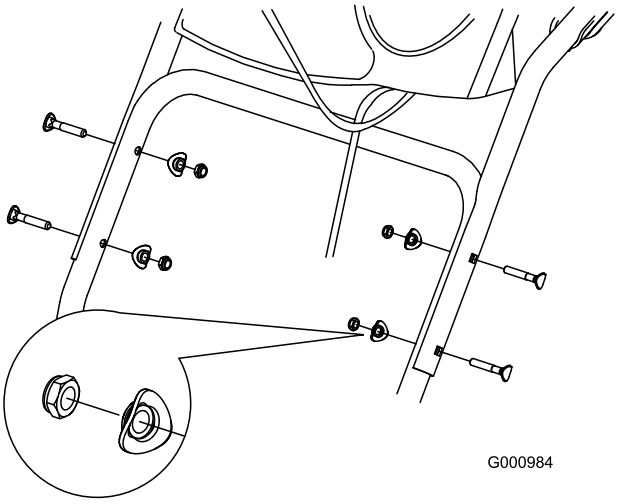

Bild 3
1. Heben Sie den oberen Griff an und drehen Sie ihn, sodass er über dem unteren Griff positioniert ist (Bild 3).
2. Setzen Sie die zwei Griffschrauben, die zwei Wellenscheiben und die zwei Sicherungsmuttern in die unteren Grifflöcher (Bild 3).